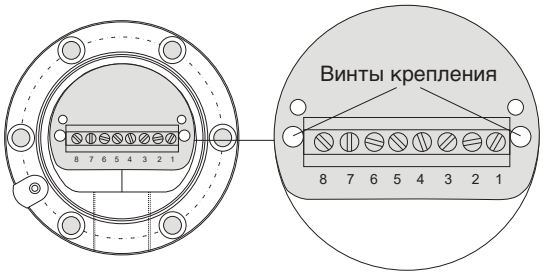

Рис. 4-6: Типовой корпус с узлом соединительной клеммы, распределение контактов
4. Выверните два винта крепления (см. Рис. 4-6) электронного модуля.